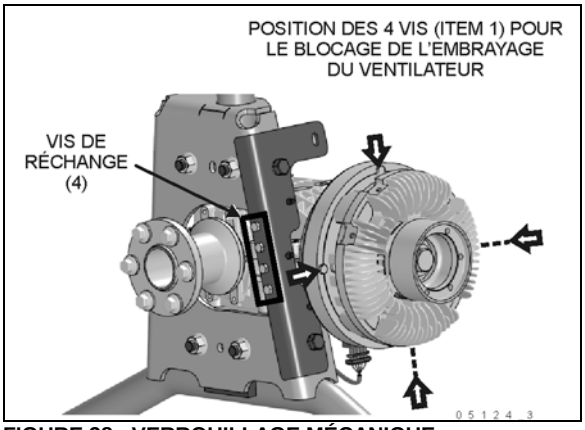

FIGURE 38 : VERROUILLAGE MÉCANIQUE
3. Dévisser et retirer les 4 vis de rechange à tête hexagonale M6x12 vissées sur la partie angulaire du support de boîtier du ventilateur (FIGURE 38).